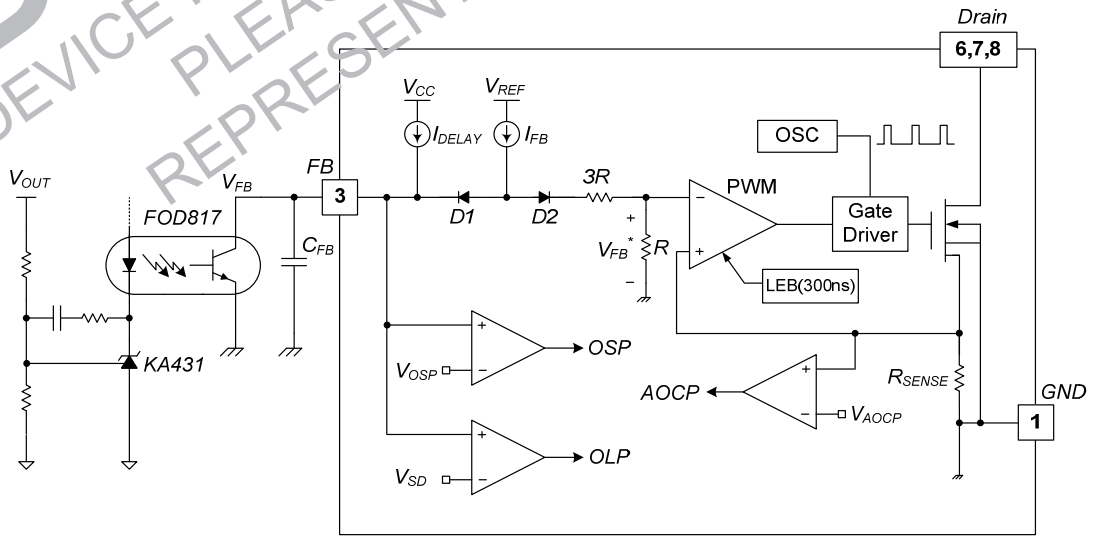

Figure 20. Pulse Width Modulation Circuit
3. Feedback Control: This device employs Current-Mode control, as shown in Figure 20. An opto-coupler (such as the FOD817) and shunt regulator (such as the KA431) are typically used to implement the feedback network. Comparing the feedback voltage with the voltage across the R_{SENSE} resistor makes it possible to control the switching duty cycle. When the reference pin voltage of the shunt regulator exceeds the internal reference voltage of 2.5V, the opto-coupler LED current increases, pulling down the feedback voltage and reducing drain current. This typically occurs when the input voltage is increased or the output load is decreased.
3.1 Pulse-by-Pulse Current Limit: Because Current-Mode control is employed, the peak current through the SenseFET is limited by the inverting input of PWM comparator (V_{FB}^*) as shown in Figure 20. Assuming that the 90μA current source flows only through the internal resistor (3R + R = 5kΩ), the cathode voltage of diode D2 is about 2.8V. Since D1 is blocked when the feedback voltage (V_{FB}) exceeds 2.8V, the maximum voltage of the cathode of D2 is clamped at this voltage. Therefore, the peak value of the current through the SenseFET is limited.